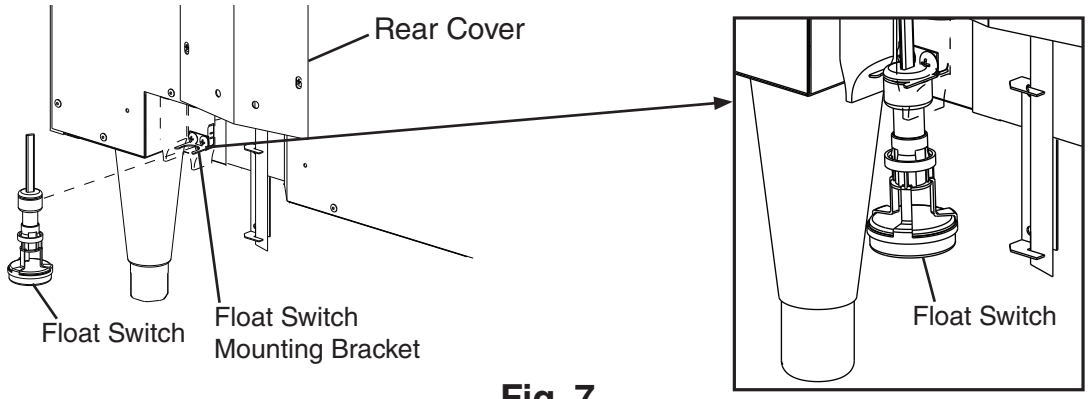

Fig. 7
7) Next, Secure the float switch to the pre-installed float switch mounting bracket. See Fig. 7. ***NOTICE!*** **Confirm that the float switch moves freely.**